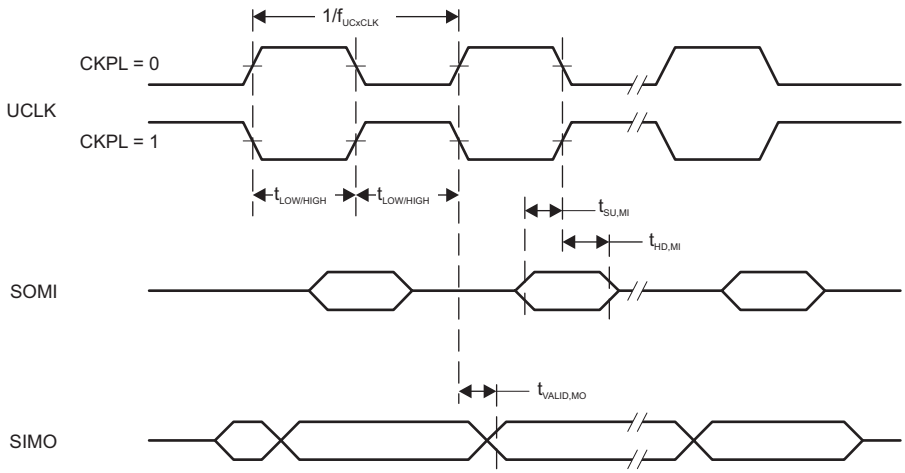
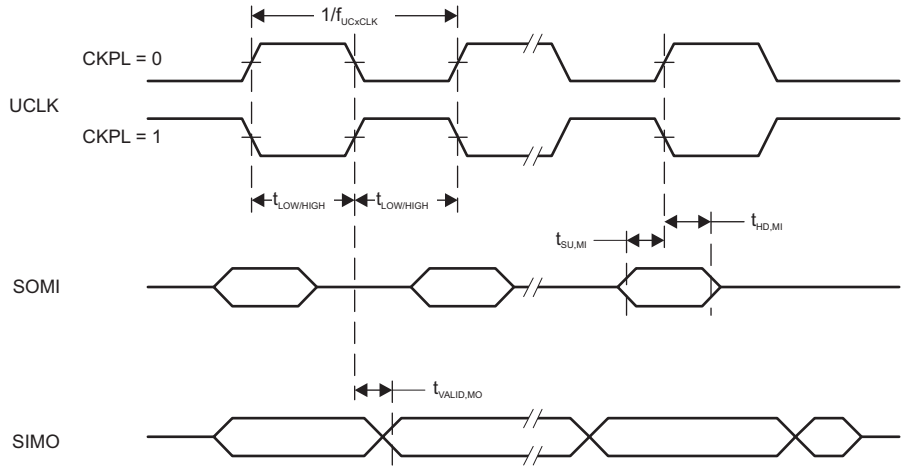

図 5-11. SPI Master Mode, CKPH = 0
図 5-12. SPI Master Mode, CKPH = 1
(2) Specifies the time to drive the next valid data to the SIMO output after the output changing UCLK clock edge. See the timing diagrams in 図 5-11 and 図 5-12.
(3) Specifies how long data on the SIMO output is valid after the output changing UCLK clock edge. Negative values indicate that the data on the SIMO output can become invalid before the output changing clock edge observed on UCLK. See the timing diagrams in 図 5-11 and 図 5-12.